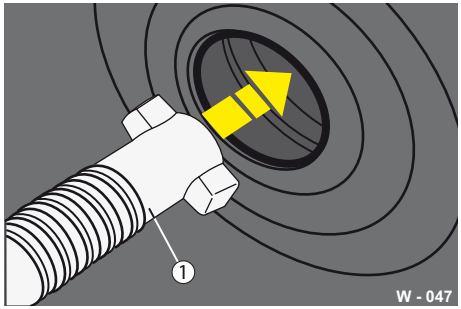

Abb. 47 „Schlüsselloch“-Bohrung
- ▶ Stecken Sie die Löseschraube (Abb. 47/1) durch die Bohrung am Deckel hinten in die „Schlüsselloch“-Bohrung ein.